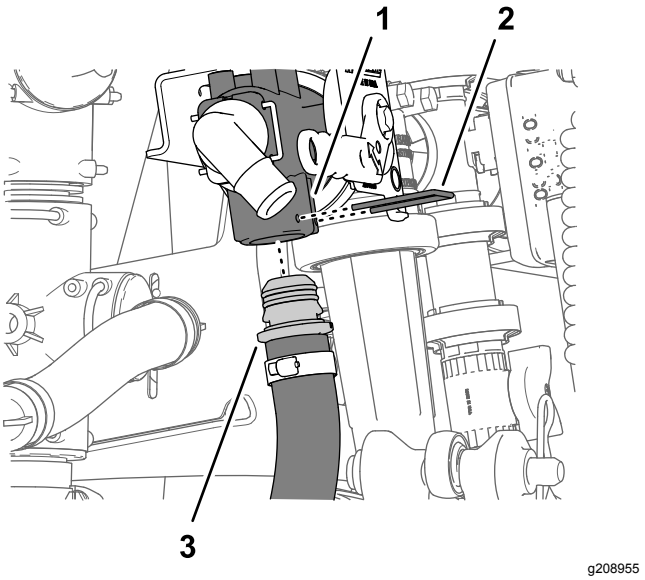

Figur 226
3. Juster den anden 90°-fitting på trykslangen (Toro-delnr. 131-9648) ind efter den åbne port på T-fittingen på sprøjtepumpen, og indsæt 90°-fittingen, indtil den sidder godt fast i T-fittingen (Figur 226).
4. Juster den lige fitting med modhager på trykslangen (Toro-delnr. 131-9648) efter den nederste port på væskeafbryderventilen, og indsæt den lige fitting, indtil den sidder fast i ventilen (Figur 226).